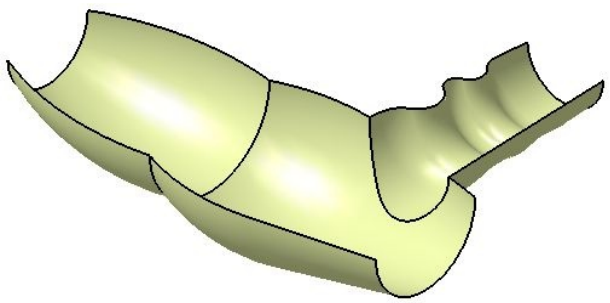

Figure 11-97 *The trimmed surface*
2. Choose the **OK** button from the **Trim Definition** dialog box. Figure 11-97 shows the trimmed surface.